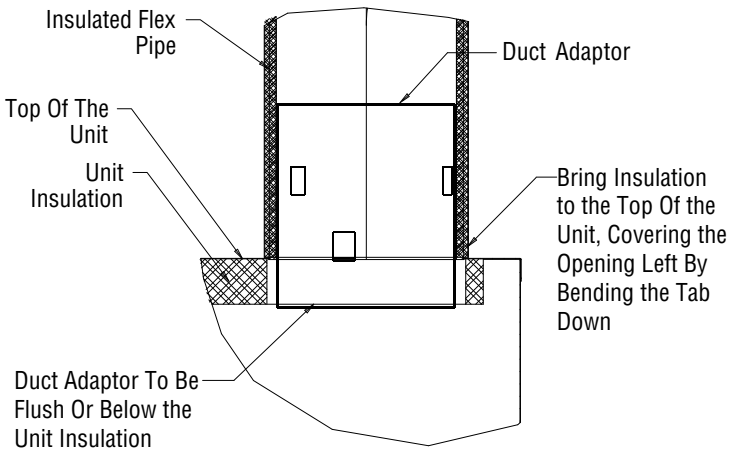

Figure 23 - Duct Adaptor Connection
7. Attach the bottom of the flex-pipe to the duct adaptor on the unit and secure using 4 of the supplied sheet metal screws. Bring the outside insulation and sleeve down to the top of the unit, ensuring that the openings in the duct adaptor, (left by bending the adaptor tabs down) are fully covered *(see **Figure 23**)*.